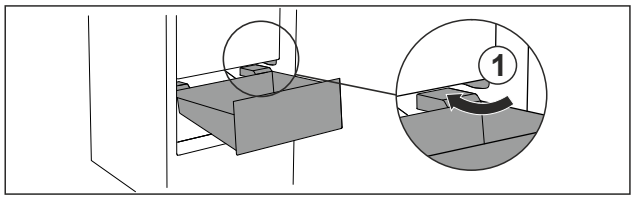

Fig. 94
▶ Guide drawer in at an angle around the stoppers *Fig. 94 (1)*.